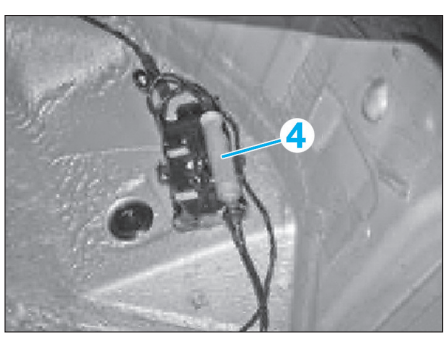

Fig. 42
• Débrancher le connecteur (4) **(Fig.42)**.